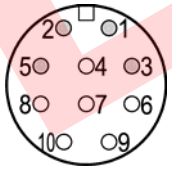

Рис.1 Распайка розетки РС10ТВ (вид со стороны распайки проводников)
1. Распаять ответную часть разъёма РС10ТВ согласно требованиям к электромонтажу в соответствии с рис.1. После распайки заполнить разъём герметиком.